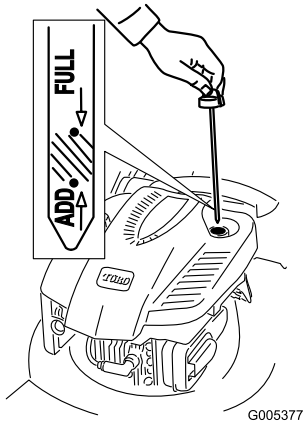

**Figur 6**
1. Tag målepinden ud (Figur 6).
2. Hæld **langsomt** olie i oliepåfyldningsrøret, indtil oliestanden når op til linjen Full (fuld) på målepinden (Figur 6). **Fyld ikke for meget på.** (Påfyld maks.: 0,59 l, type: SAE 30W selvrensende olie med API-serviceklassifikation SF, SG, SH, SJ, SL eller højere.)
1. Tag målepinden ud, tør den af, og sæt den helt i igen (Figur 6).
2. Tag målepinden ud, og kontroller oliestanden (Figur 6). Hvis oliestanden er under mærket Add (påfyld) på målepinden, skal du **langsomt** hælde olie i påfyldningsrøret, indtil oliestanden når op til mærket Full (fuld) på oliepinden. **Fyld ikke for meget på.** (Påfyld maks.: 0,59 l, type: SAE 30W selvrensende olie med API-serviceklassifikation SF, SG, SH, SJ, SL eller højere.)